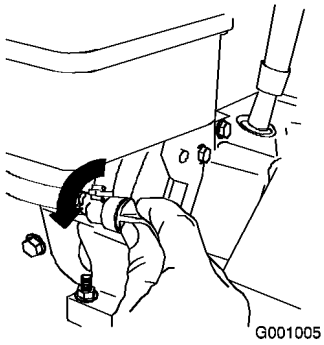

Figur 20
3. Öppna avstängningsventilen genom att vrida den motsols (Figur 20).